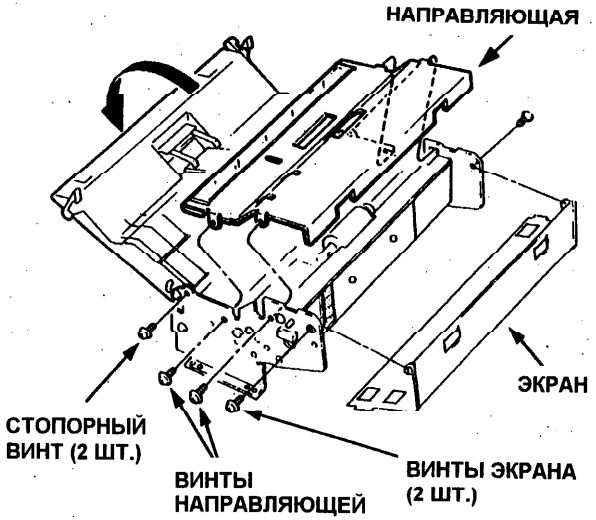

Рис. 2. Направляющая и экран
a. Отвинтите два винта (Рис. 2).
a. Отвинтите два винта, крепящих экран к раме (Рис. 2).